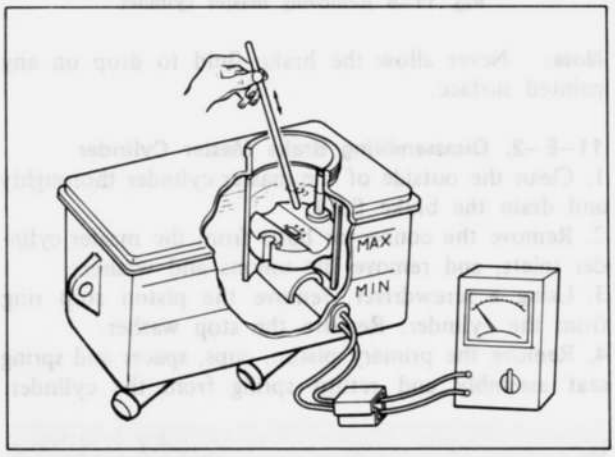

Fig. 11–7 Check fluid level sensor
2. Connect the circuit tester to the coupler and check the continuity by moving the float up and down as shown in Fig. 11–7.